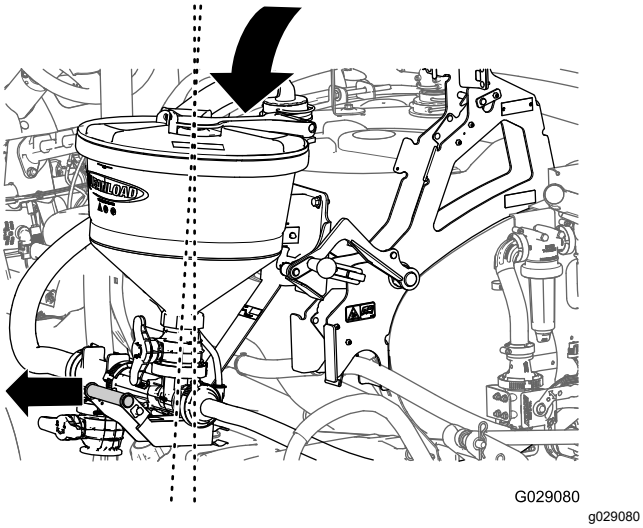

Rysunek 35
4. Opuść całkowicie pompę strumieniową, trzymając uchwyt pompy strumieniowej delikatnie na zewnątrz (Rysunek 35).
2. Podnieś pompę strumieniową, trzymając uchwyt pompy strumieniowej delikatnie na zewnątrz (Rysunek 35).